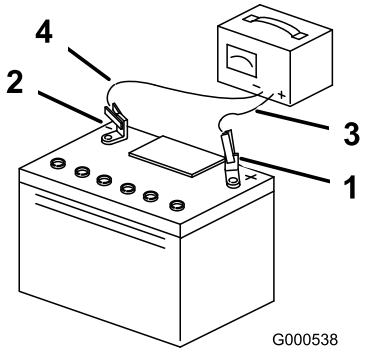

Figur 53
5. När batteriet är fulladdat ska laddaren kopplas bort från eluttaget, och laddningskablarna kopplas bort från batteripolerna (Figur 53).